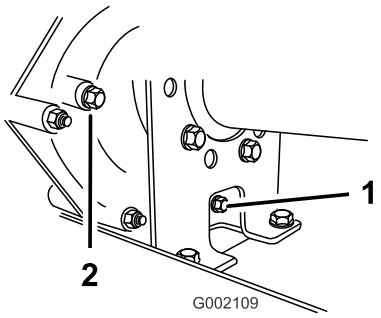
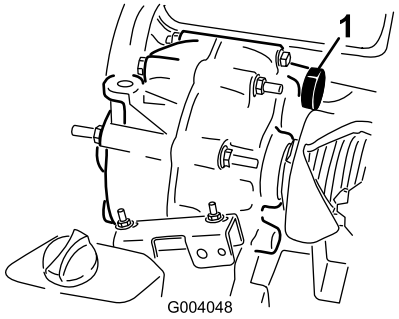

Figur 56
Figur 57
2. Rengör området kring påfyllnings- och avtappningspluggarna med hjälp av en trasa (Figur 56).
4. Ta bort påfyllningspluggen genom att vrida den motsols (Figur 56).
5. Ta bort avtappningspluggen genom att vrida den motsols (Figur 56).
6. Sätt i och dra åt avtappningspluggen och packningen i transmissionens avtappningsplugghål (Figur 56).
7. Fyll på behållaren (Figur 57) genom påfyllningshålet med ca 1,4 l angiven olja eller tills oljenivån i transmissionen är i nivå med gängornas nederkant (Figur 56).
8. Sätt i och dra åt påfyllningspluggen och packningen i transmissionens påfyllningsplugghål (Figur 56).
10. Kontrollera oljenivån och fyll på olja om nivån inte är i nivå med påfyllningspluggens gängor (Figur 56).